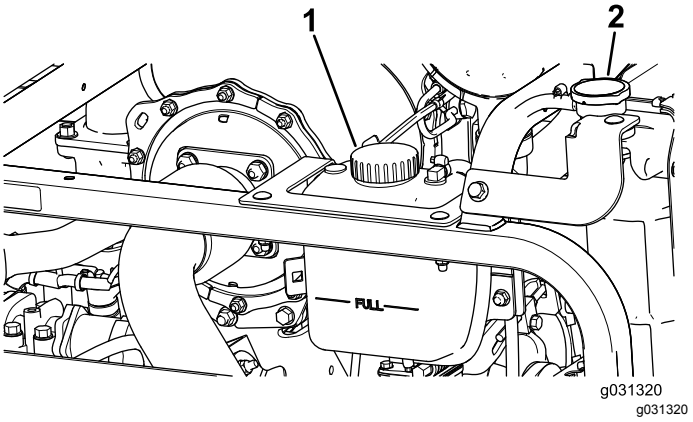

Figuur 119
1. Verwijder voorzichtig de doppen van de radiateur en de expansietank (Figuur 119).
2. Controleer het koelvloeistofpeil in de radiateur (Figuur 119).